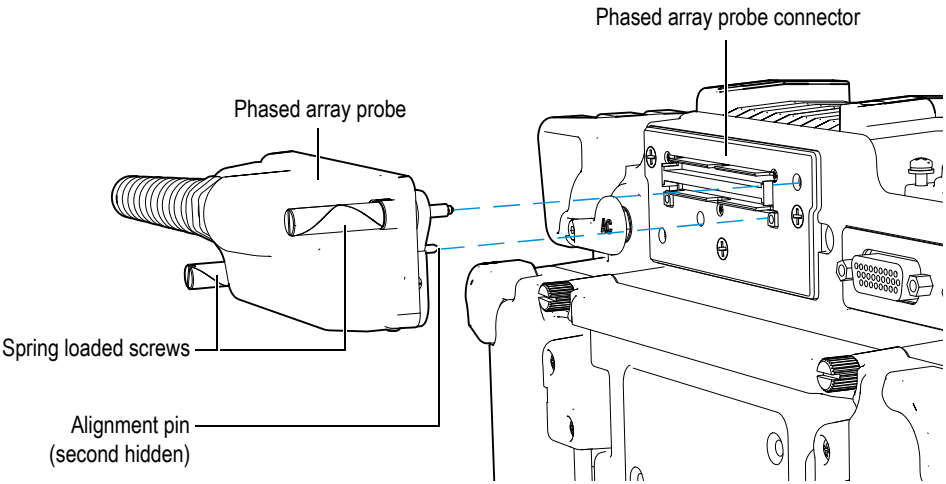

Figure 1-8 The connector for the phased array (PA) probe
The EPOCH 1000*iR* and EPOCH 1000*i* come standard with one phased array probe connector located at the back of the instrument (see Figure 1-8 on page 32).
The phased array probe connector features two alignment pins to ensure proper connection to any phased array probe (see Figure 1-8 on page 32). Two spring-loaded screws are employed to maintain proper contact of the phased array probe to this connector, and should always be fully engaged before use.
1. Align the two guide pins on the phased array probe with the guide-pin holes on the instrument connector (see Figure 1-8 on page 32).